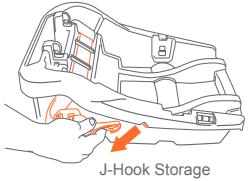
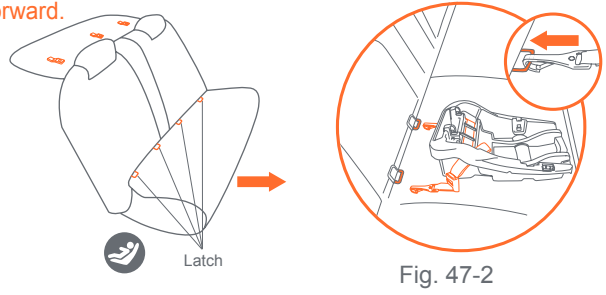

Fig. 47-1
Fig. 47-2
4. Remove the **LATCH** connectors from their storage position inside the base (Fig. 47-1). Place the Base in the rear-facing position in a forward facing vehicle seat as shown in Fig. 47-2. The Child must face the rear of the vehicle and Safety Seat must be placed in a vehicle seat that faces forward.
5. Locate the **LATCH** anchors in the vehicle seat (Fig. 47-2). Once located, snap the Safety Seat **LATCH** connectors onto the steel rod. Listen for the click and check that both connectors are firmly attached to the anchor rods by pulling outward on the connectors (Fig. 48-1).